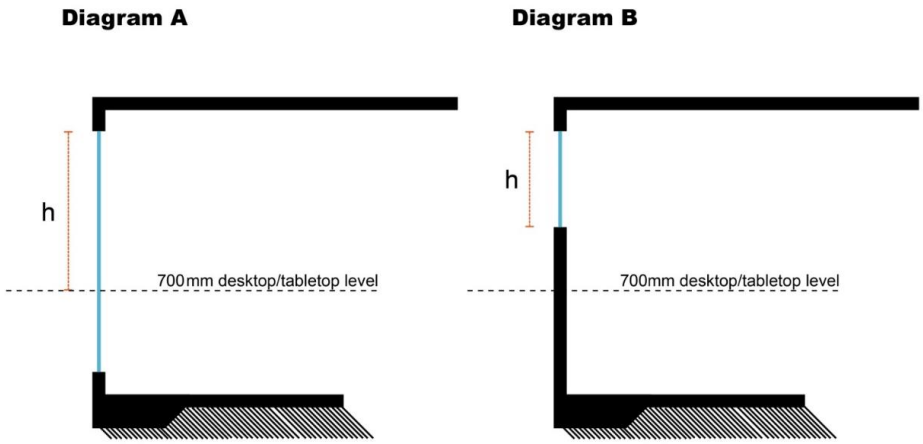

Figure 3: How to determine the dimension of 'h'
- Height above the desktop / tabletop level of 700 mm (Figure 3 Diagram A)
- Height above the bottom sill of the glazing, where the bottom sill is above desktop / tabletop level of 700mm (Figure 3 Diagram B)